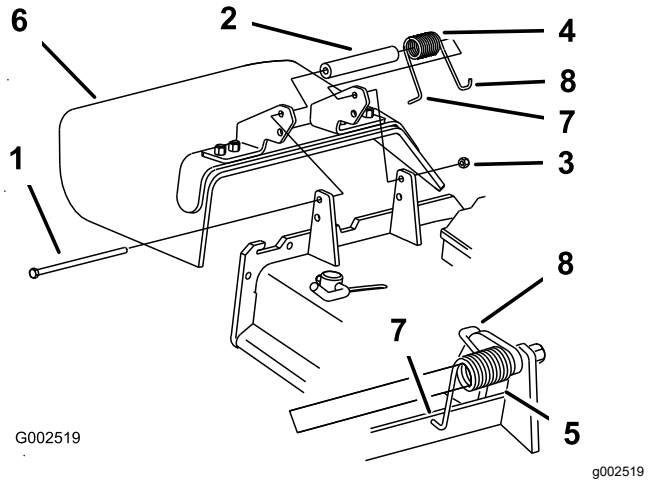

Figur 16
1. Fjern sideudblæsningsrøret fra plæneklipperskjoldet (Figur 16).